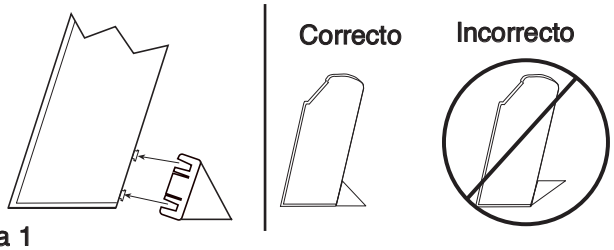

Figura 1
2. Extraiga del embalaje las extensiones de las patas de soporte plásticas.Alinee las ranuras y deslice la extensión en los paneles extremos, como se muestra (vea la Figura 1).